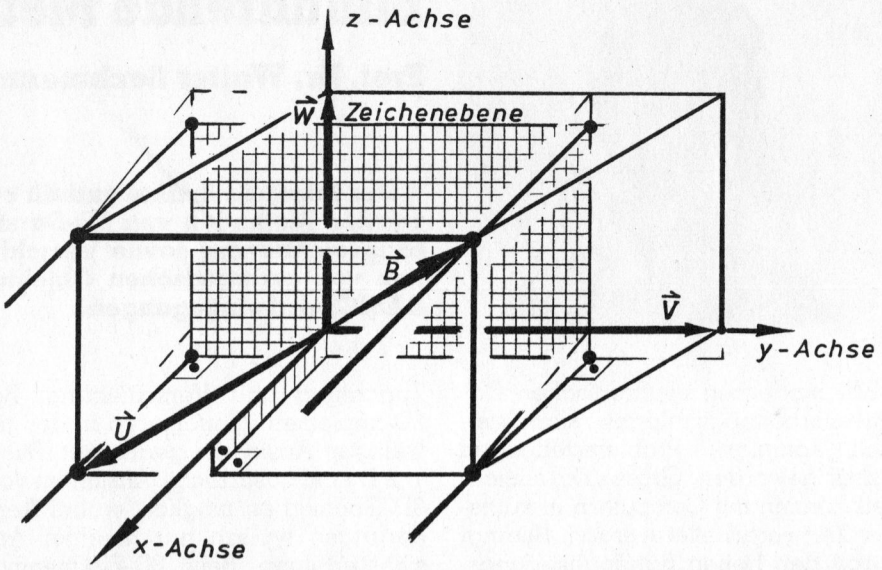

Bild 2: Symbolische Darstellung von $B = U + V + W$ und Projektion von B auf die y,z-Ebene
darstellen. Wir verwenden diese Darstellungen von U, V, W und erhalten für die Vektorsumme (Abb. 2)
Liegen die Vektoren U, V, W in der y, z-Ebene, so gilt für den Winkel α_1, β_1, γ_1 zwischen dem U-, V- W-Vektor und der x-Achse $\alpha_1 = 90°$, $\beta_1 = 90°$, $\gamma_1 = 90°$. Wegen $\cos\alpha_1 = \cos\beta_1 = \cos\gamma_1 = 0$ ergibt (1), dass $x \equiv 0$ ist. Wir beschäftigen uns nun mit den Gleichungen (2) und (3). Fällt der Vektor W mit der z-Achse zusammen (Abb. 2), dann ergibt sich mit $\gamma_2 = 90°$ (Winkel zwischen W und y-Achse) und $\gamma_3 = 0°$ (Winkel zwischen W und z-Achse) aus (2) und (3).